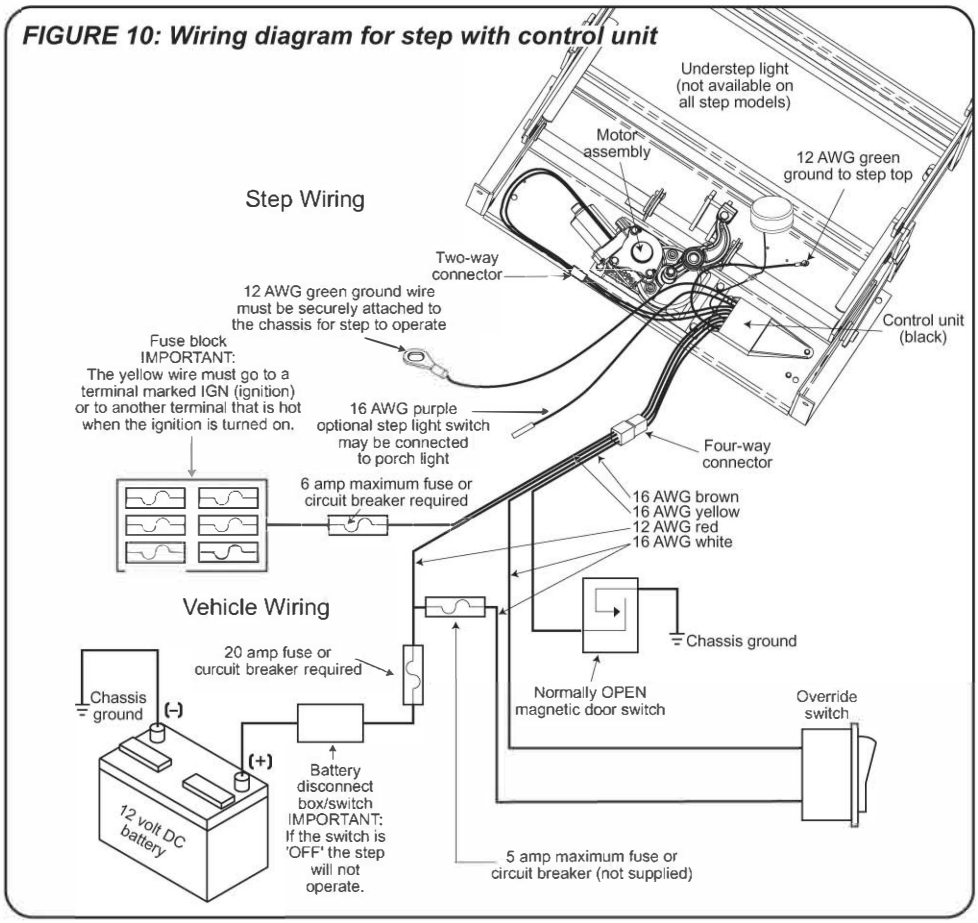

FIGURE 10: Wiring diagram for step with control unit
The step will not function if the ground to the control unit is lost between the step control unit and the vehicle chassis (the long green ground wire) or between the vehicle battery and the ground (negative battery cable). Make sure the battery terminals and all wire connections are clean and tight. Verify that all wires meet the minimum requirements specified in ***Figures 10, 11, and 12*** on Page 10.
3. Disconnect 4-way connector on underside of step and connect the step-half of the connector to the four-way connector pigtail. ***See Figures 10, 11, and 12 on Pages 10 and 11.***